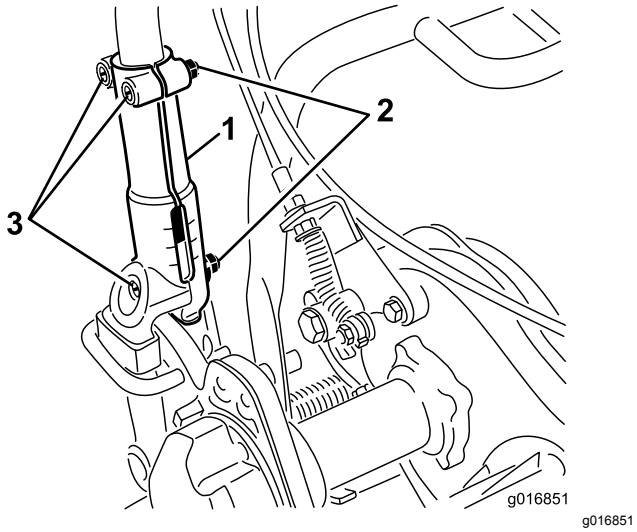

Figuur 31
1. Zet de 3 slotbouten en moeren los waarmee de zijkanten van de handgreep in de handgreepklemmen zijn bevestigd (Figuur 31).